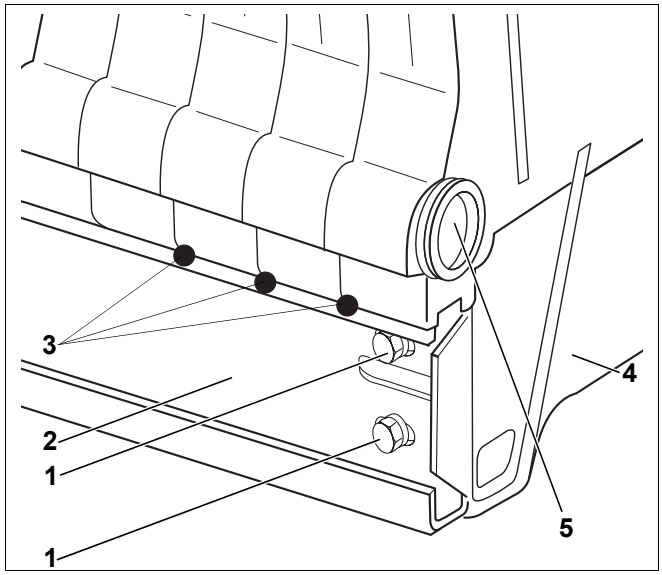

Rys. 20 Uszczelnienie bloku kotła
- Założyć podkładki nóżek członu (rys. 13, strona 16) na nóżki członu końcowego (rys. 20, **poz. 4**).
- Przy pomocy dwóch śrub z łbem sześciokątnym M8 x 30 (rys. 20, **poz. 1**) i nakrętek przymocować szynę podporową (rys. 20, **poz. 2**) do członu tylnego (rys. 20, **poz. 4**).
- Po zamocowaniu szyny podporowej do członu końcowego (rys. 20, **poz. 4**) należy zdjąć ściągi.
- Nanieść kit punktowo, jak pokazano na rys. 20, **poz. 3**.
- Wkręcić korek z otworem spustowym (korek zaślepiający przyłącze 1¾" x ¾") w piastę przednią dolną (rys. 20, **poz. 5**, strona 21), wkładając uprzednio uszczelkę płaską. Wykonawca instalacji może zamontować zawór spustowy.